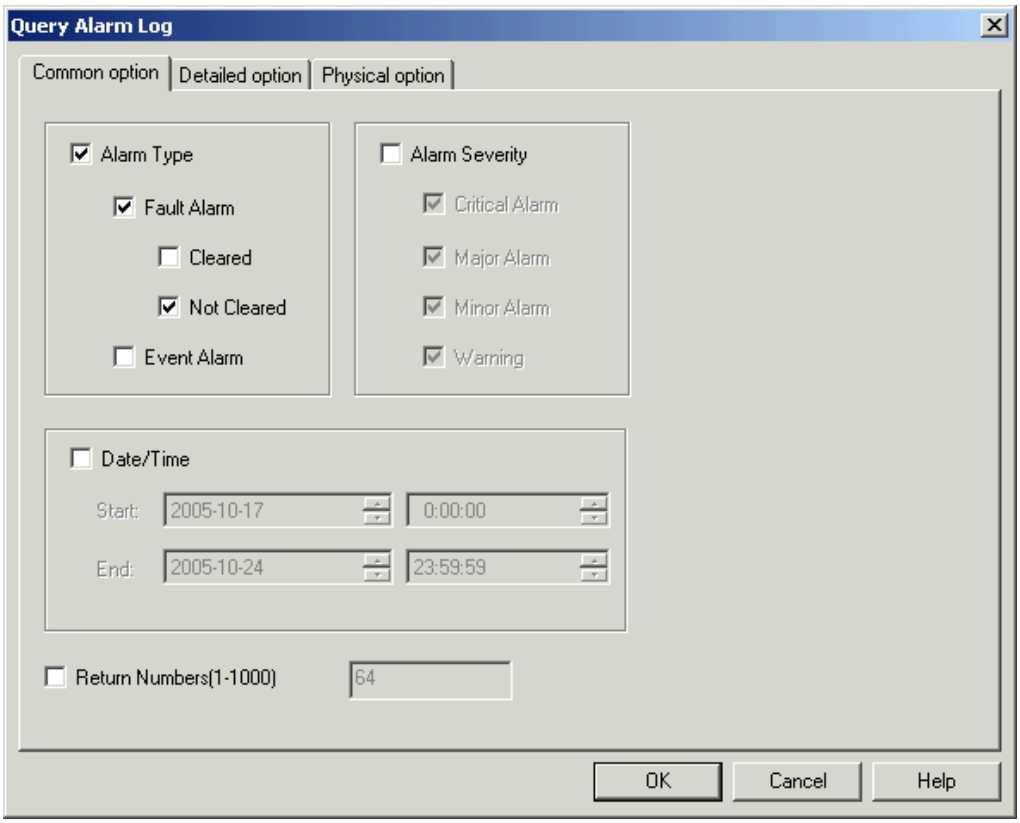

Figure 5-7 Query Alarm Log dialog box
1) In the NodeB alarm management system, select **Query** -> **Query Alarm Log** or click the shortcut icon to display the **Query Alarm Log** dialog box, as shown in Figure 5-7.